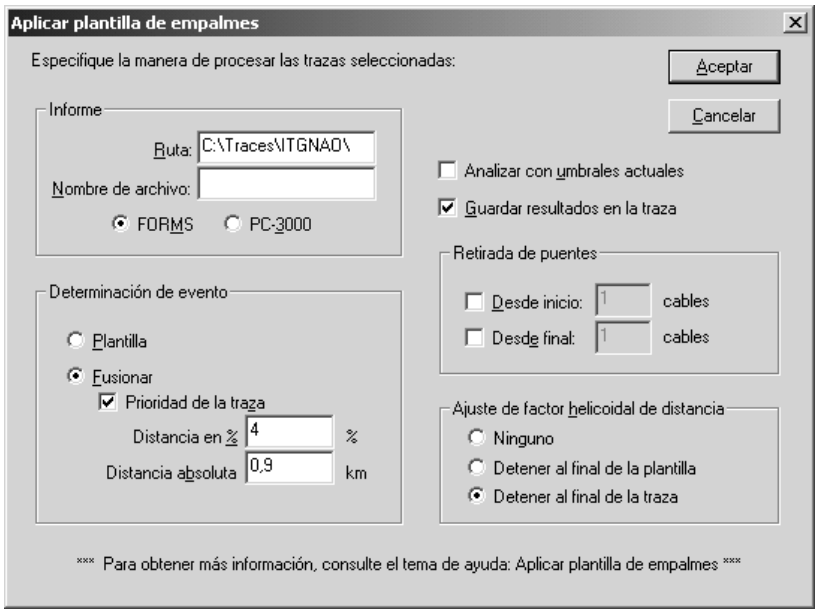

Figura 9-1: Cuadro de diálogo Aplicar plantilla de empalme
4. Seleccione Traza>Aplicar plantilla de empalmes. Aparecerá el cuadro de diálogo (Figura 9-1) Aplicar plantilla de empalmes.
El cuadro de diálogo Aplicar plantilla de empalme (Figura 9-1) permite seleccionar distintas configuraciones y parámetros que determinan la manera en que se van a procesar las trazas.